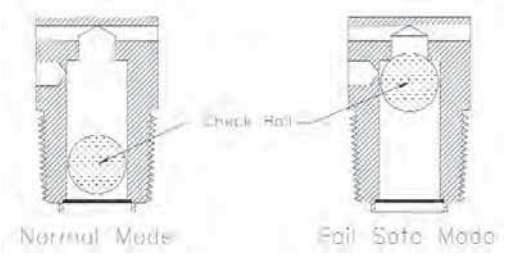

Fig. 4-80
d) The vent-limiting orifice (Fig. 4-80) is a fail-safe device that permits free air movement above the diaphragm during normal operation. In the unlikely event of a diaphragm rupture, the vent limiting orifice will limit gas escapement to 1.0 CFH natural gas at 2 PSI and 0.65 CFH LP at 2 PSI. Both values are below the ANSI standard of 2.5 CFH. Note: The vent-limiting orifice does not allow gas to escape to the environment during operation.